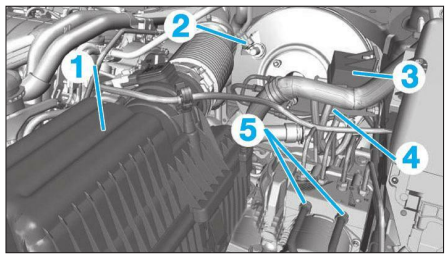
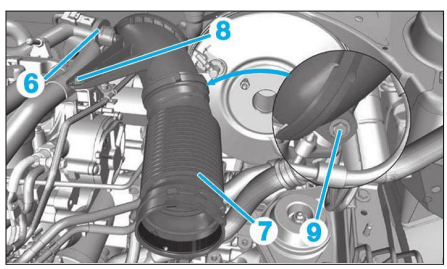

**Fig. 18**
**Fig. 19**
- le boîtier de filtre à air (1) **(Fig.18)**.
• Débrancher le tuyau de dépression (2).
- le boîtier de pré-postchauffage (3),
- le support du faisceau électrique (4).
• Désaccoupler les canalisations (5) de liquide de frein du groupe électrohydraulique.
• Désaccoupler le conduit (6) du conduit d'air (7) **(Fig.19)**.
• Déposer les vis (8) et (9) puis le conduit d'air (7).